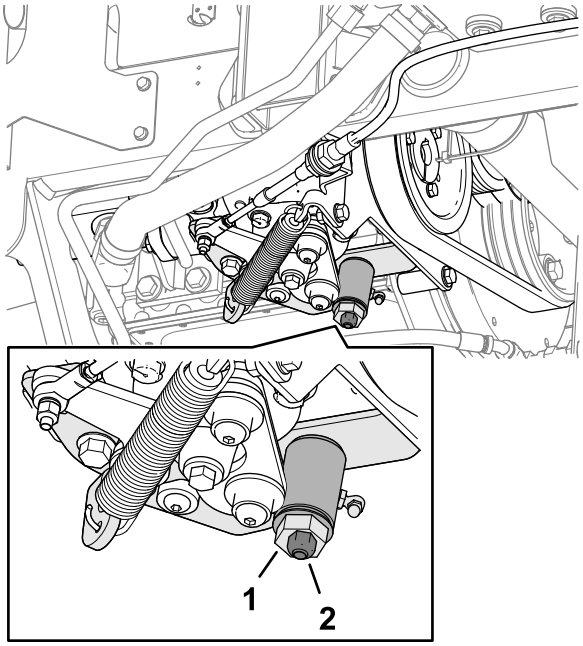

Rysunek 76
3. Odkręć przeciwnakrętkę na krzywce regulacji jazdy (Rysunek 76)